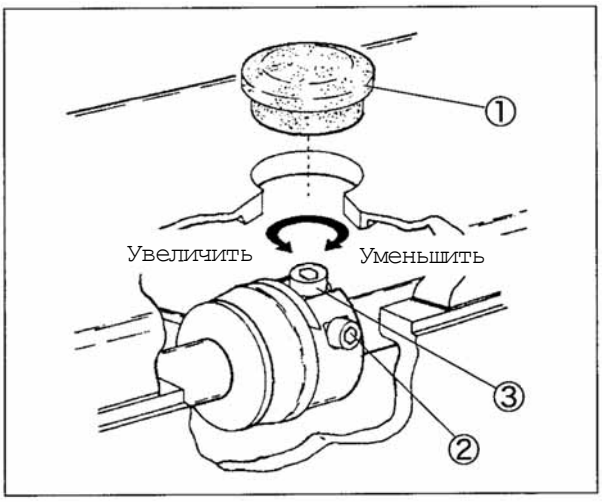

Рис. 6-35
(1) Извлеките пробку герметизации верхней крышки ①.
(2) Поворачивайте маховик пока винт ② регулятора верхнего ролика подачи не достигнет верхнего положения. Ослабьте винт ② при помощи шестигранной отвертки.
(3) Поворачивайте маховик, пока регулировочный винт ③ не достигнет верхнего положения. (Рис. 6-35).
(4) Поверните регулировочный винт ③ для того, чтобы отрегулировать величину подачи.
(5) Прочно затяните винт ② с моментом силы 2. 5 Нм.